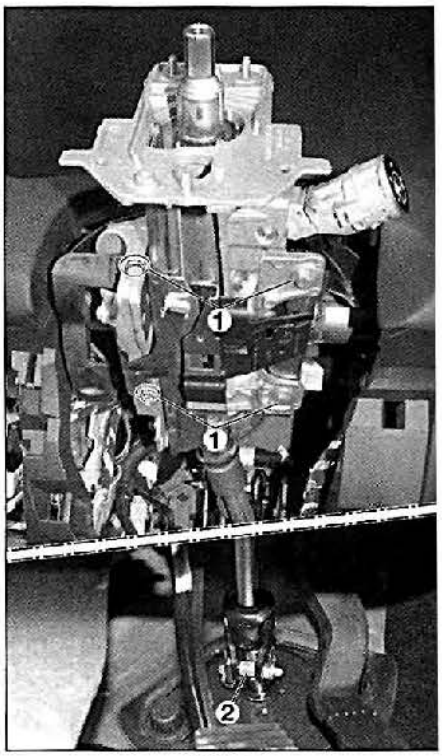

FIG. 37
• Desmontar la funda tubular de columna de dirección retenida en su parte superior por los 4 tornillos (1) y a la altura de piñón de ataque en la cremallera por el perno de cardan (2) **(fig. 37).**